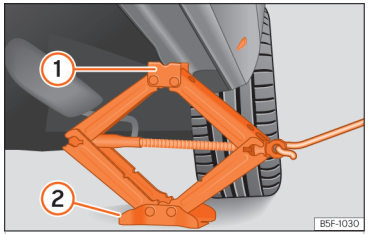

Abb. 252 Längsträger: Wagenheber ansetzen.
- Drehen Sie die Kurbel des unter dem Aufnahmepunkt des Längsträgers befindlichen Wagenhebers, bis sich die Nase ① ››› (Abb. 252) unter der vorgesehenen Einführung befindet.
- Richten Sie den Wagenheber so aus, dass sein Aufnahmehorn ① in die dafür vorgesehene Aufnahme am Längsträger „greift" und die bewegliche Grundplatte ② plan auf dem Boden aufliegt. Die Bodenplatte ② muss sich dabei senkrecht unter dem Aufnahmepunkt ① befinden.